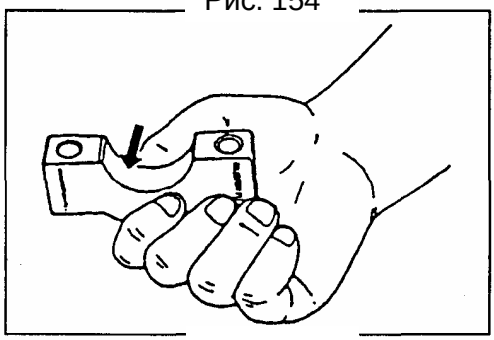

Рис. 155
- На крышке подшипника выгравирован серийный номер, как показано на рисунке (Рис. 155). При установке крышек подшипников на блок цилиндров, направьте метку в сторону шкива коленвала и разместите крышки подшипников в правильном порядке от «1» до «5».Затем затяните болты крышек подшипников необходимым моментом.